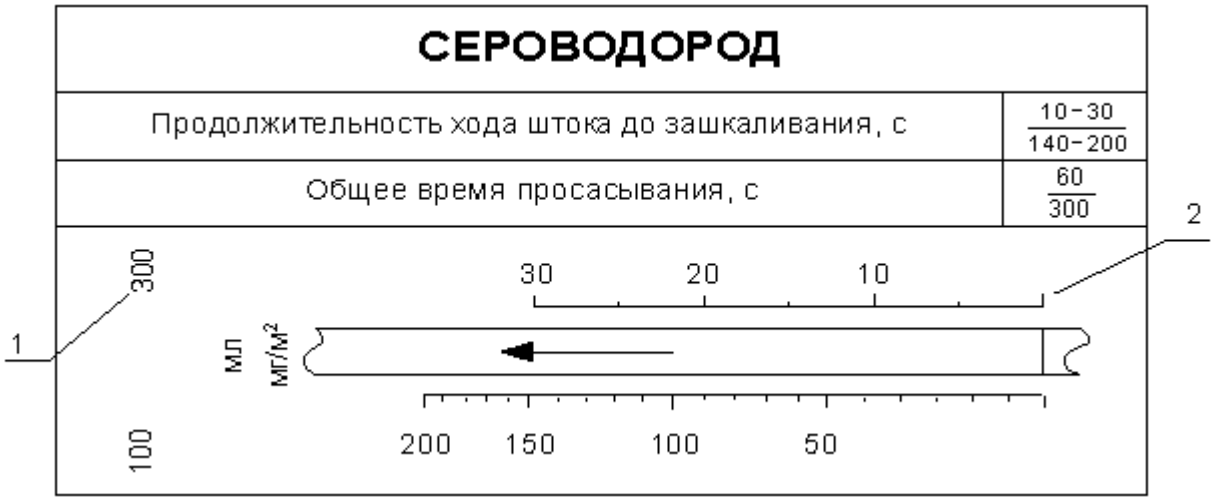

Рис. 3.2. Измерительная шкала исследуемого газа:
- По шкале, предназначенной для данного газа, определить объем прокачиваемого воздуха (рис. 3.2).